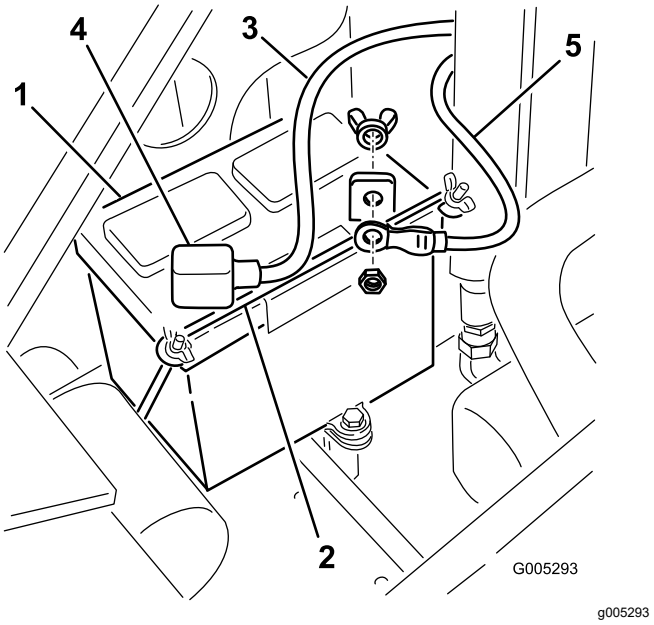

Figuur 43
4. Verwijder de vleugelmoeren en de stang waarmee de accu wordt bevestigd (Figuur 43).
5. Maak de minkabel (zwart) los van de accupool (Figuur 43). Bewaar de bevestigingsmiddelen.
7. Maak de pluskabel (rood) los van de accupool (Figuur 43). Bewaar de bevestigingsmiddelen.
1. Gebruik de eerder verwijderde bevestigingsmiddelen om de pluskabel (rood) op de pluspool (+) van de accu aan te sluiten (Figuur 43).
3. Gebruik de eerder verwijderde bevestigingsmiddelen om de minkabel (zwart) op de minpool (–) van de accu aan te sluiten (Figuur 43).
4. Bevestig de accu met de balk en vleugelmoeren (Figuur 43).